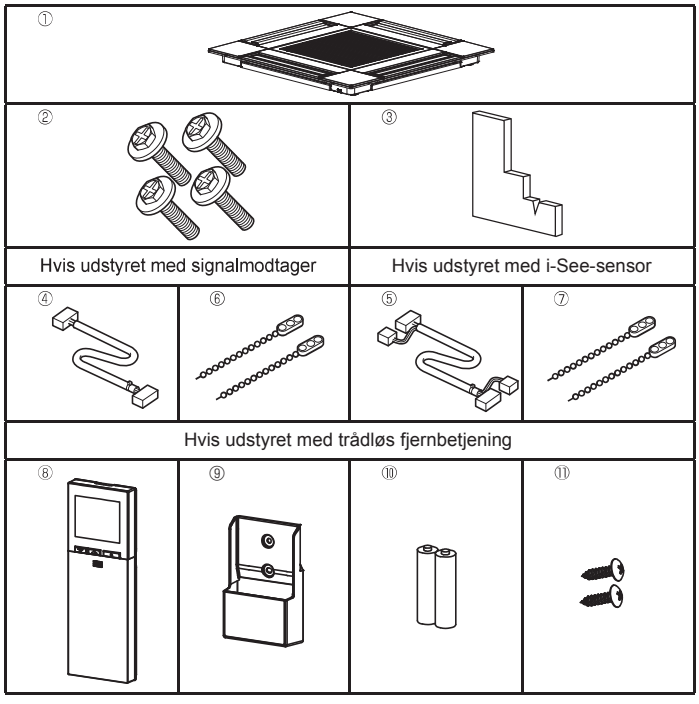

Fig. 10-1
10.1. Check tilbehørsdelene til gitteret (Fig. 10-1)